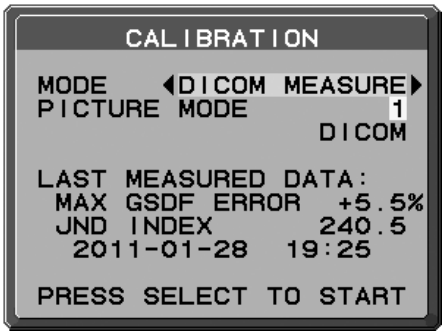

Figure D.1
1. Utilisez les touches « GAUCHE » et « DROITE » pour sélectionner la MESURE DICOM pour le MODE de sélection **(Figure D.1)**.